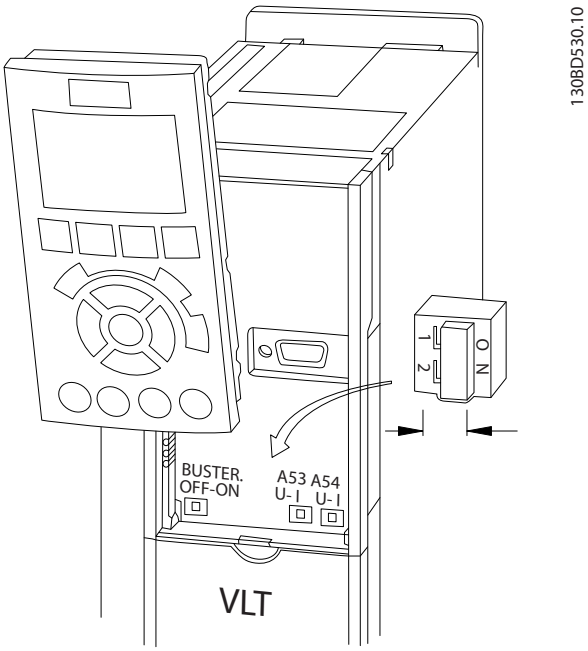

Рисунок 4.13 Расположение переключателей клемм 53 и 54
1. Снимите панель местного управления (см. *Рисунок 4.13*).
- Замкните каждый сегмент на обоих концах, используя либо переключатель оконечной нагрузки (включатель/выключатель клемм шины, см. *Рисунок 4.13*) на преобразователях частоты или оконечную резисторную схему со смещением.